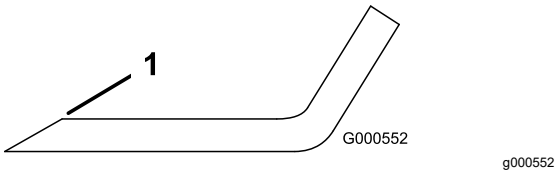

Figura 71
1. Utilize uma lima para afiar aresta de corte em ambas as extremidades da lâmina (Figura 71).
Nota: Se lâmina não estiver equilibrada, lime algum metal da extremidade da aba apenas (Figura 71).